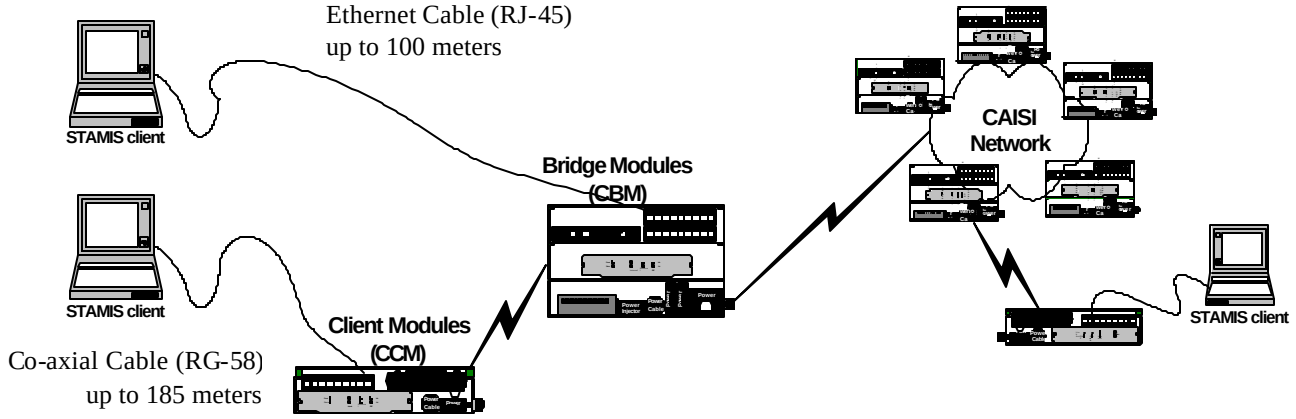

Figure 2-127 Connect Network Capable STAMIS to CAISI
1. **Network Capable systems**. (Figure 2-127)